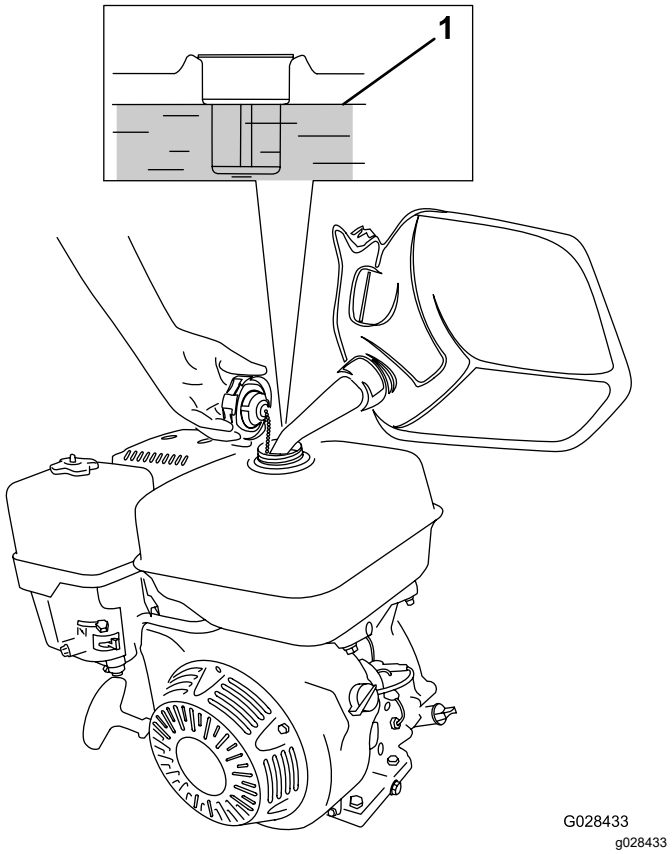

**Figur 17**
1. Rengör runt tanklocket och avlägsna locket från tanken (Figur 17).